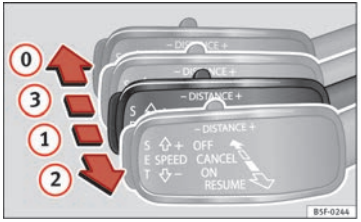

Fig. 134 On the left of the steering column: Third lever for using the adaptive cruise control.
The ACC can be switched on again by turning the lever to position (2) ⇒ Fig. 134.